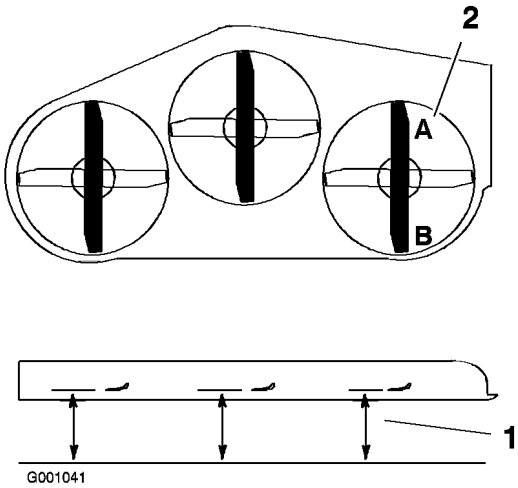

Figur 74
1. Ställ in den högra knivens främre-bakre lutning (Figur 74).
2. Mät den högra kniven vid punkt **A**, från en plan yta till knivens egg (Figur 74).
4. Mät den högra kniven vid punkt **B**, från en plan yta till knivens egg (Figur 74).
6. Kniven ska vara ca 6 till 10 mm lägre vid punkt **A** än punkt **B** (Figur 74). Fortsätt till nästa steg om detta inte är korrekt.